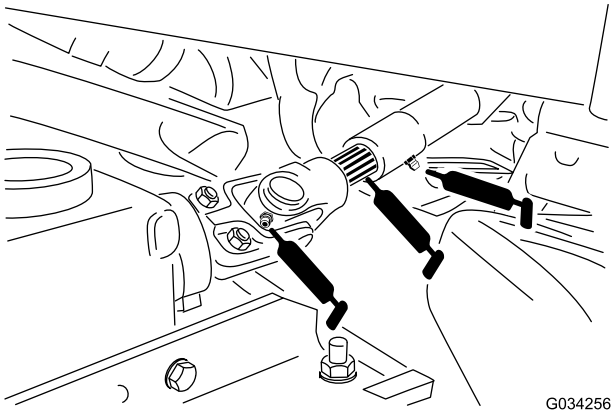

Figur 39
- Kraftudtagets kardanaksel (Figur 39)